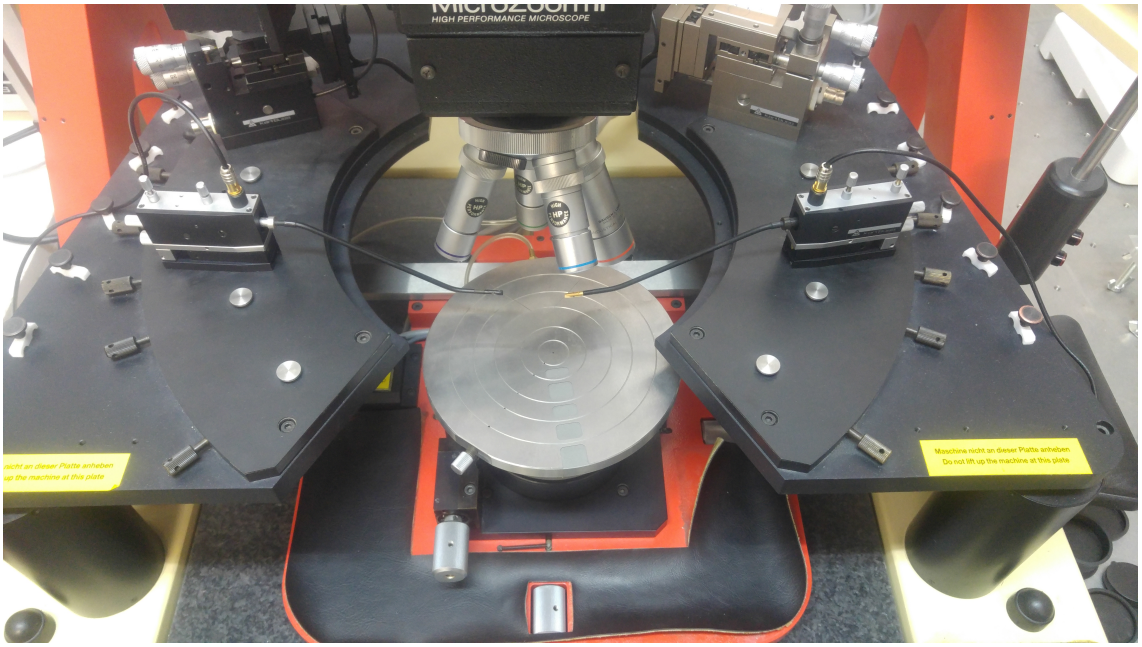
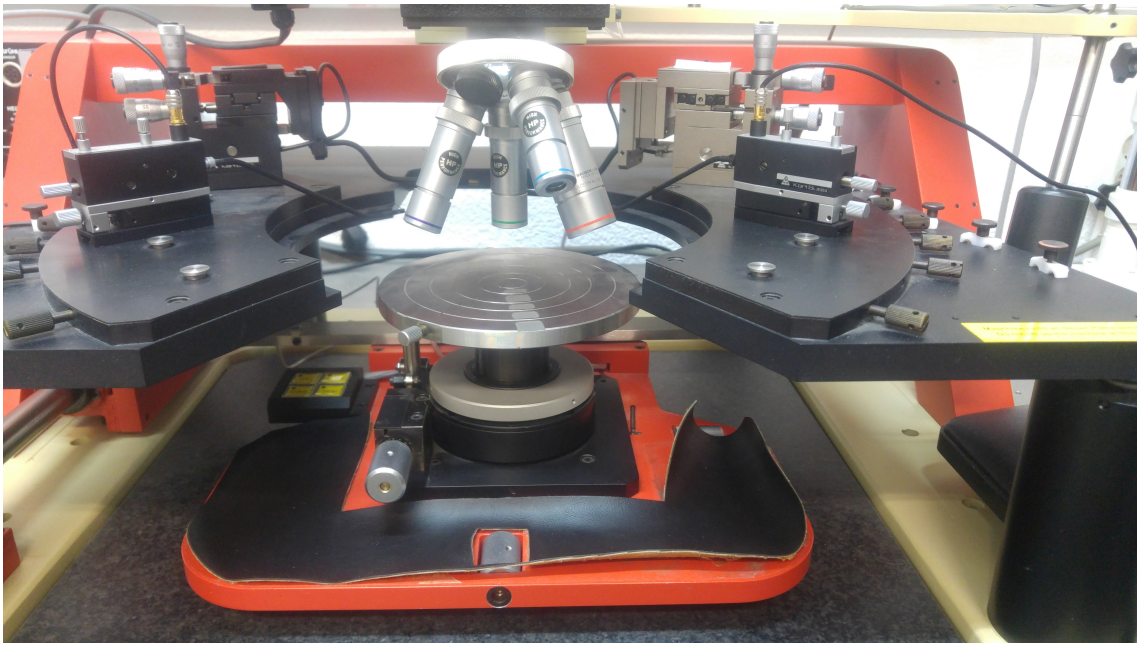

Figura 3.10 – *Detalle del* load *subido con las puntas.*
Figura 3.11 – *Detalle del* load *bajado con las puntas.*
- **Load**: Al pulsar este botón, el pistón neumático del eje Z del *wafer stage* activa automáticamente un recorrido ascendente de 10 mm desde la posición en la que se encontrase antes de pulsar, la cual es regulable girando manualmente la base del *wafer stage* mediante una rueda por lo que el led queda encendido, Figura 3.10. De manera contraria, si el led está encendido y se pulsa el botón, el *wafer stage* baja 10 mm su posición. Esto permite bajar la plataforma rápidamente para insertar o retirar el dispositivo que se está analizando, Figura 3.11.